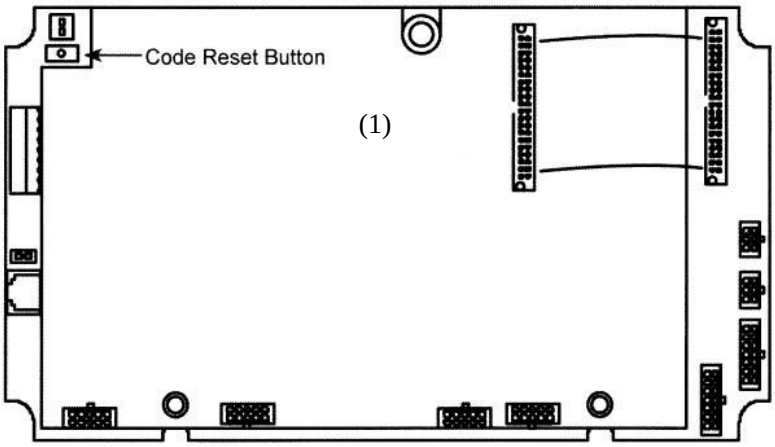

Рисунок 3-3. (1)-Кнопка сброса кода
3. При включенном электропитании, и когда устройство находится в режиме «Работа» (Operate), нажмите и удерживайте кнопку ACCESS CODE RESET (СБРОС КОДА ДОСТУПА) (на верхней левой части нижней схемной платы) в течение десяти секунд. (См. рисунок 3-3).